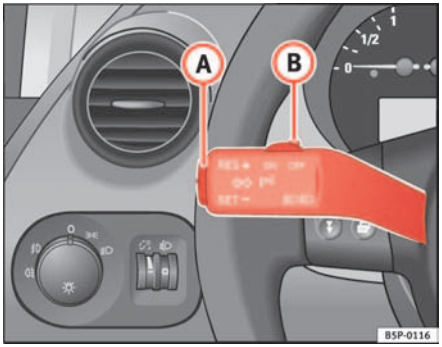

Fig. 143 Turn signal and main beam lever: switch and rocker switch for CCS
– Press the upper part **RES+** of the rocker switch ⇒ fig. 143 (A) to increase the speed. The vehicle will continue to accelerate for as long as you keep the rocker switch pressed. When you release the switch, the new speed is stored.
Control of the set speed is switched off if you reduce speed by depressing the brake pedal. You can reactivate the control by pressing once on the upper part of the rocker switch **RES+** ⇒ page 175, fig. 143 (A).